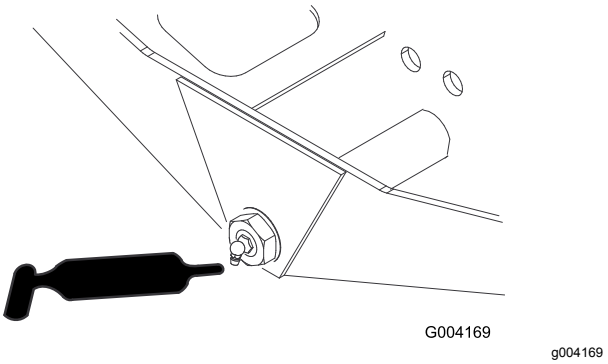

Figuur 79
- Draaipunt van asbesturing (1) (Figuur 79)